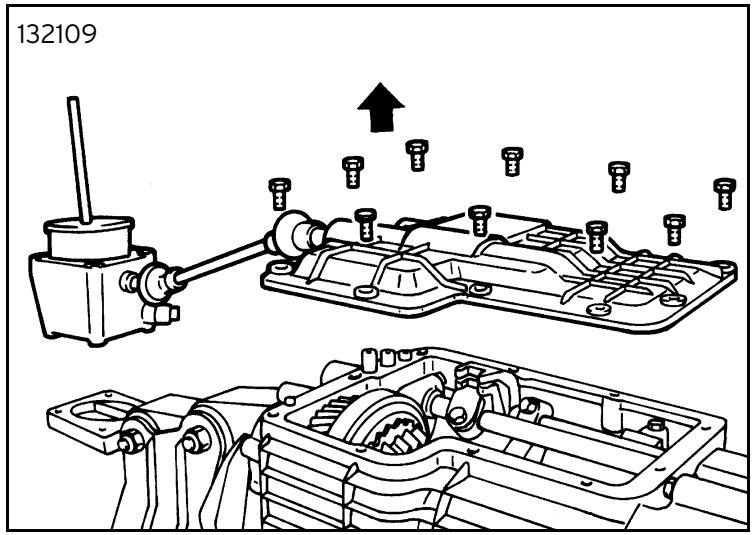

Fig. 9
- remove the upper cover securing screws and remove the turret-cover assembly using a plastic hammer if necessary (figure 9);